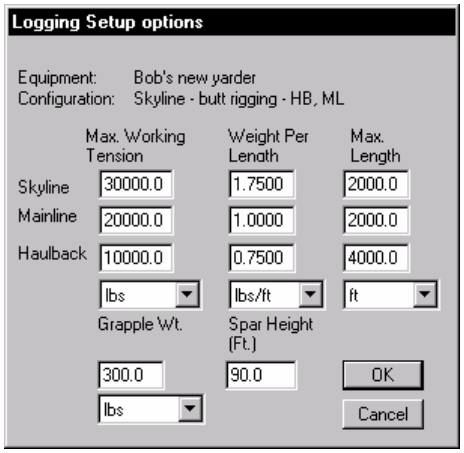

Figure 14.20 Logging Setups options dialog box
8. Click on the Edit button; the Logging Setup Options dialog box shown in Figure 14.20 will appear.